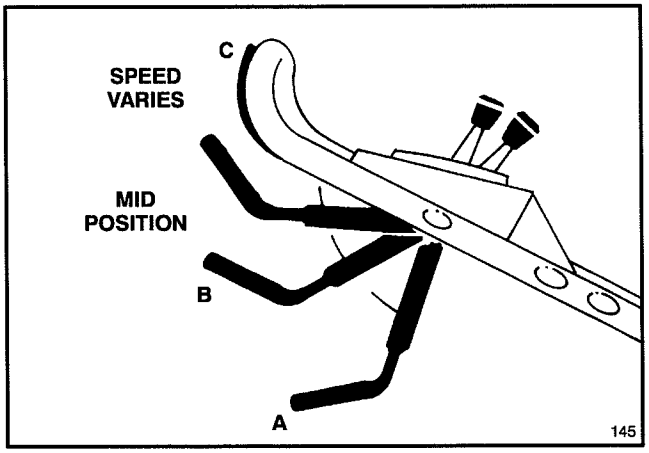

Figure 9
4. BLADE AND TRACTION OPERATION (Fig. 9)—Move control bar down to "A" and raise to "B" to engage blade. Squeeze control bar against handle "C" to drive. To disengage traction drive but keep blade engaged, gradually release control bar to mid position. To self–propel with blade disengaged, simply squeeze control bar against handle, eliminating downward movement necessary for blade engagement.
5. STOPPING (Fig. 9)—Release control bar to stop blade and traction drive. Move ground speed control to "N". To stop engine, move throttle to ⊗ (OFF). Pull wire off spark plug if mower will be unattended or not used.